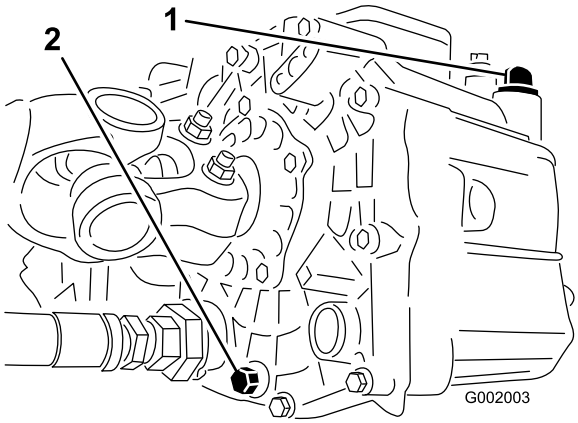

Figur 66
3. Fjern aftapningsproppen fra siden af beholderen, og lad hydraulikolien løbe ud i drænbakken (Figur 66).